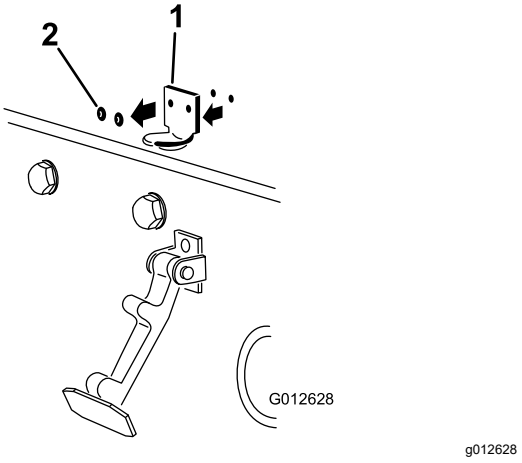

Figur 15
2. Fjern de to naglene som fester panserlås-braketten til panseret (Figur 15), og fjern panserlåsbraketten fra panseret.